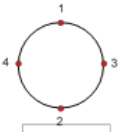

Abb. 1
2.) Stutzen mit 4 gleichmäßig verteilten Punkten anheften (Abb. 1, Folgeseite)